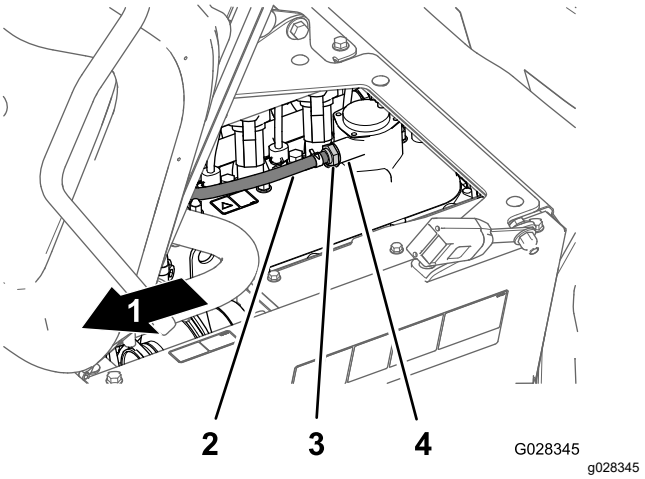

Figura 76
2. Retire a válvula PCV do encaixe da cobertura da válvula (Figura 76).
Nota: Se o limitador interno da válvula fizer barulho, a válvula PCV está operacional; se o limitador interno não fizer barulho quando agitado, substitua a válvula PCV (Figura 76).
4. Insira a válvula PCV até esta estar completamente assente no vedante para o encaixe da cobertura da válvula (Figura 76).